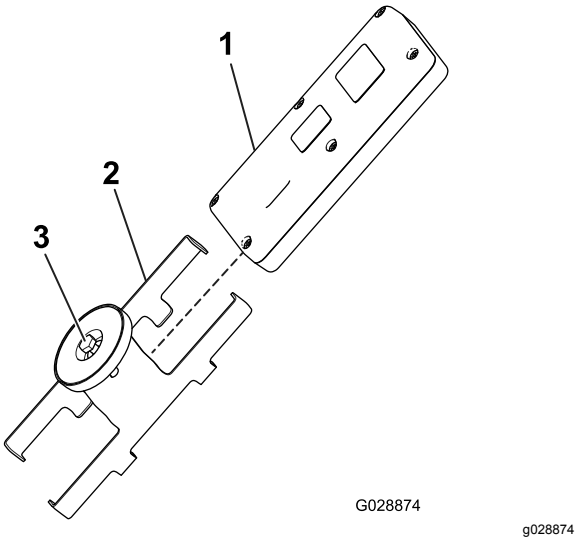

**Figur 19**
5. Monter den håndholdte styreenhed i styreenhedens magnetiske beslag, skub de to beslagdele sammen, og tilspænd bolten i magneten (Figur 19).